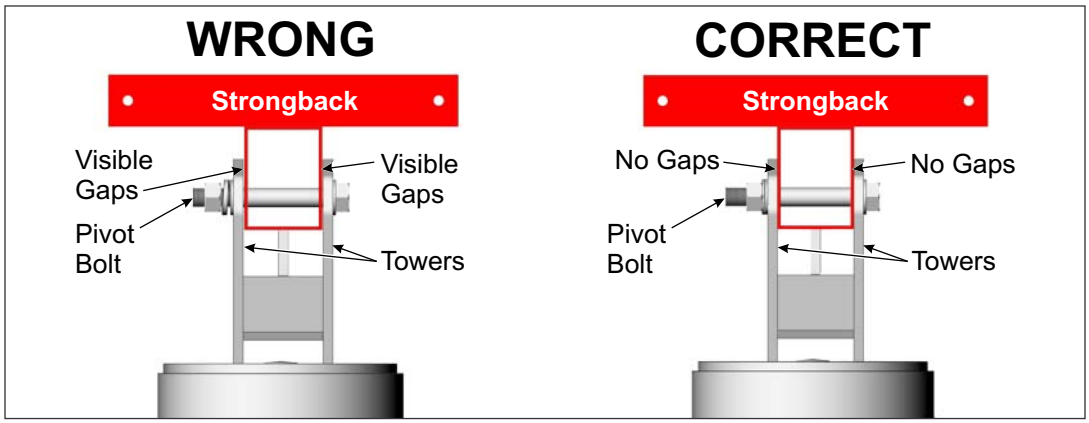

Figure 2-4: Tighten and Torque the Pivot Bolt
G. Return and tighten the Pivot Bolt. The Pivot Bolt cannot be left loose - the Mounting Sleeve Vertical Towers must be firmly clamped to the sides of the Strongback, eliminating any gaps between the Vertical Towers and the Strongback. **Torque to 200-250 ft.-lbs.** (See Figure 2-4)